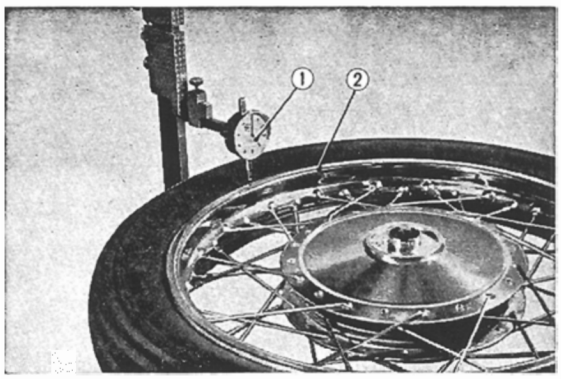

Fig. 4.96 Checking the rear wheel rim for runout
1. Rim runout. **(Fig. 4.96)**